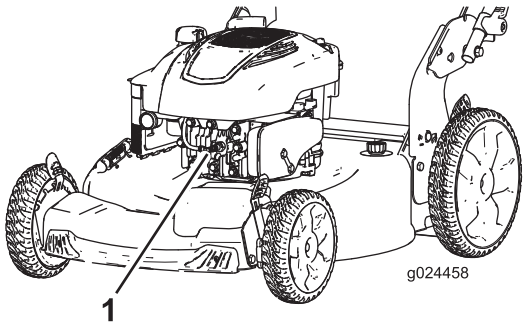

Figura 20
2. Staccate il cappellotto dalla candela (Figura 20) prima di eseguire interventi di manutenzione.